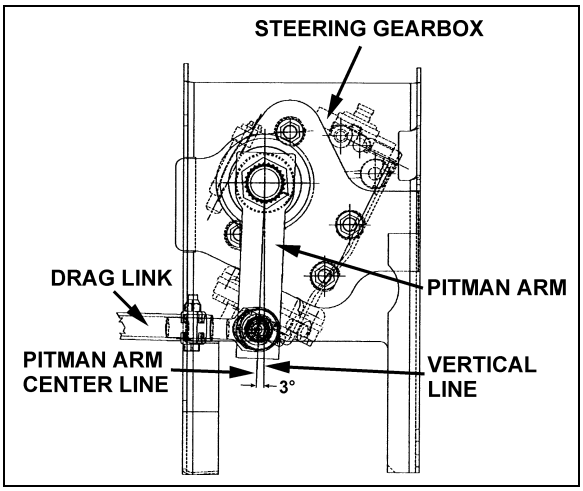

FIGURE 5: PITMAN ARM ADJUSTMENT 14052
2. Using a protractor, check the angle of the pitman arm (refer to Fig. 5 for details).